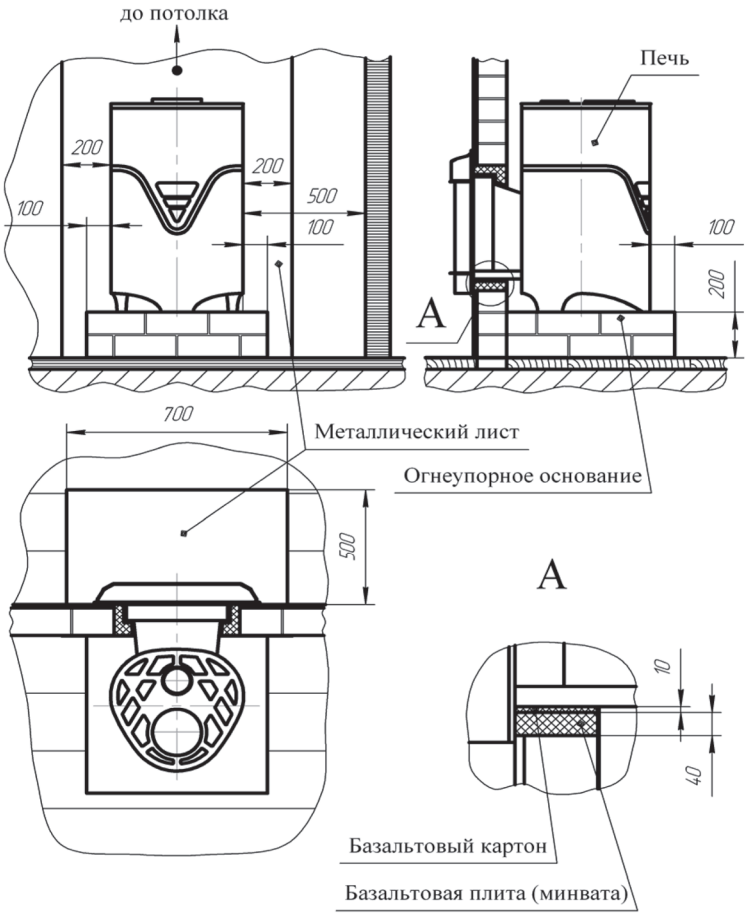

Рисунок 8.1. Схема установки печи на безопасном (минимально) расстоянии от несущих и ограждающих конструкций.
8.2.1. Печь (не более одной) устанавливают в парной на безопасном расстоянии от несущих и ограждающих конструкций (рис. 8.1).